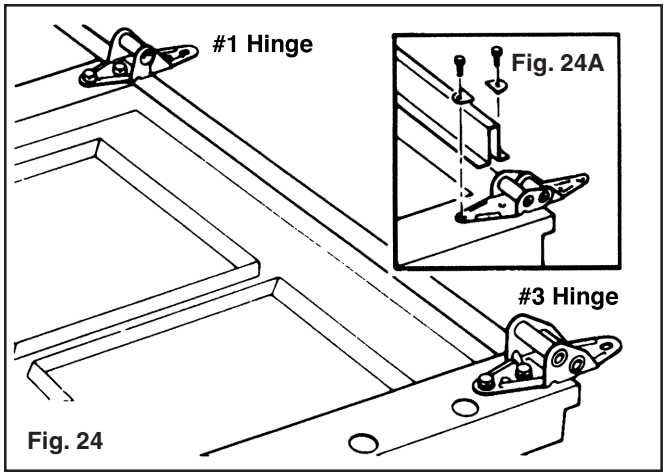

Fig. 24
**Step 9:** Place the third section on saw horses. Attach #3 hinges to the ends at the top edge and #1 hinges to all other stiles along the top edge. (FIG. 24)